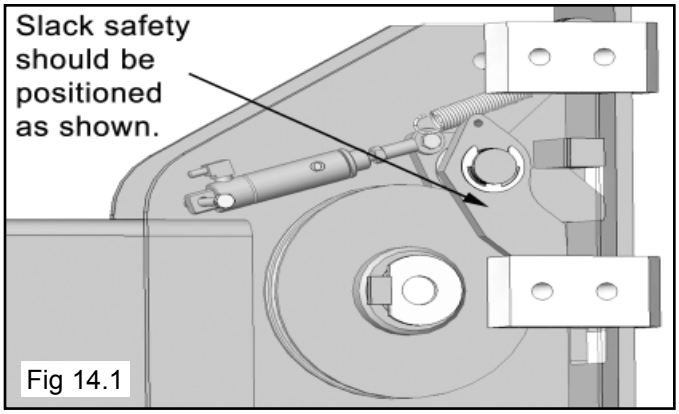

Fig 14.1
5. Check to make sure that all Slack Safety Locks are cleared and free. (See Fig. 14.1)